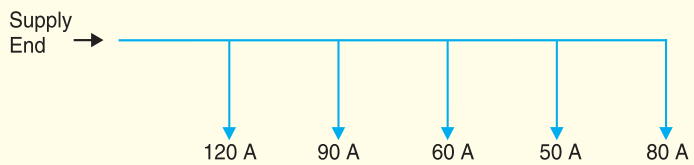

Fig. 13.10
4. A 2-wire d.c. distributor is 250 m long. It is to be loaded as shown in Fig 13.10 at 50 m intervals. If the maximum voltage drop is not to exceed 10V and the resistivity of core material is 0·7 × 2·54 μΩ cm, determine the maximum cross-sectional area of each conductor. **[1·602 cm^2]**